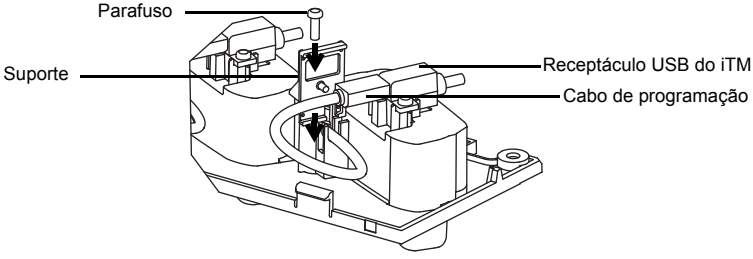

Figura 13: Fixar o Cabo de Programação.
4. Fixe o suporte de plástico e aparafuse para fixar o Cabo de Programação (Consulte a Figura 13).